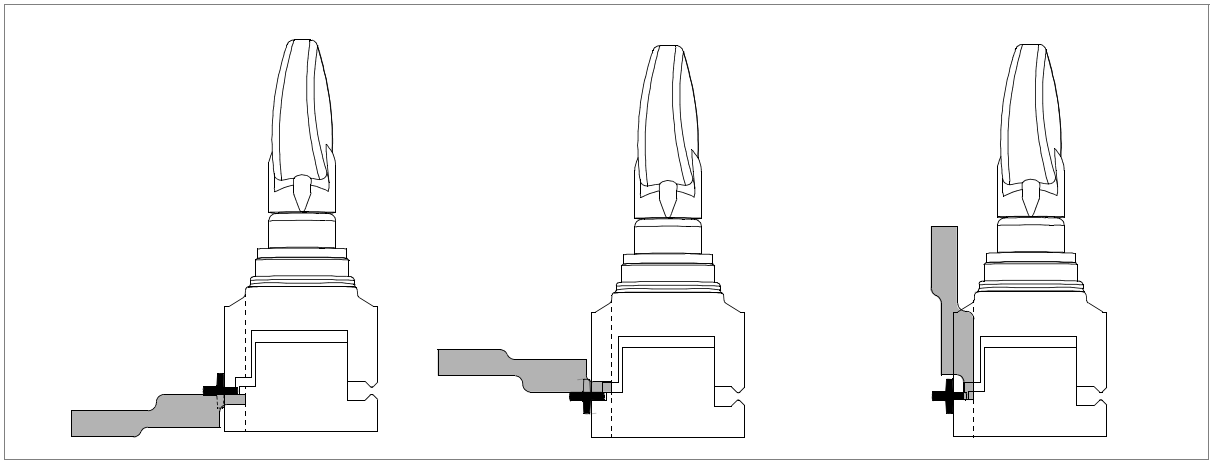

Рис. 16
Прилагаемые пластины используются при обработке английских ключей, а также для фиксации острия ключей без стопора (рис. 16).
3) Установите стопор ключа впритык к пластинам (рис. 16).